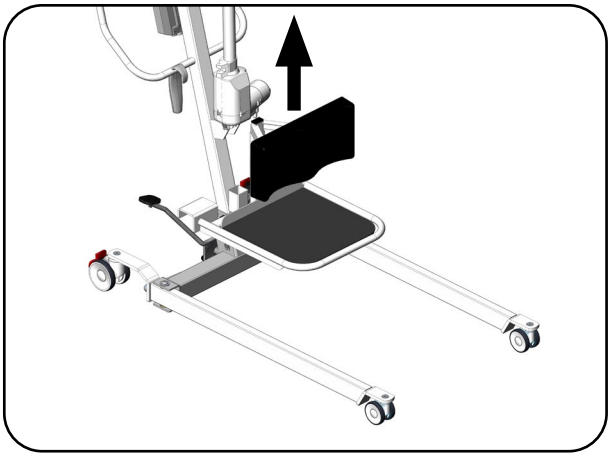

Abb. 8.9.02 - Trittbrett entfernen
3. Entfernen Sie das Trittbrett vom Fahrgestell und legen Sie es beiseite (Abb. 8.9.02).